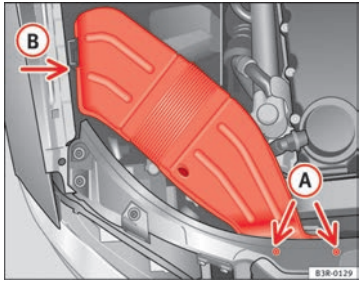

Fig. 213 Air duct on right side of vehicle
– Unscrew bolts (A) ⇒ fig. 213.
– Detach air duct from guide (B) and take it out. ■